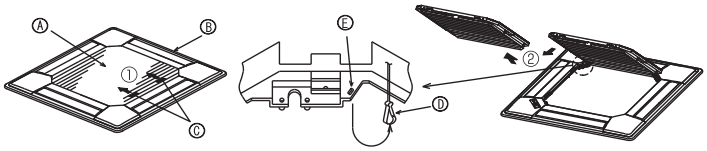
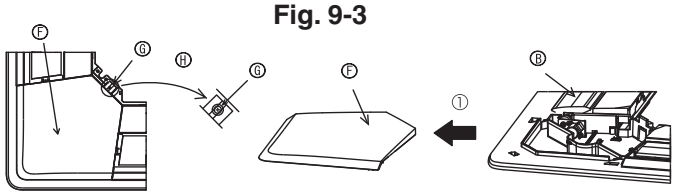

Fig. 9-3
Fig. 9-4
9.2.1. Retrait de la grille d'admission (Fig. 9-3)
- Pour ouvrir la grille d'admission, faire glisser les leviers dans le sens indiqué par la flèche ①.
- Lorsque la grille se trouve en position « ouverte », retirer la charnière de la grille d'admission comme indiqué par la flèche ②.
9.2.2. Retrait du panneau en coin (Fig. 9-4)
- Retirer la vis du coin du panneau en coin. Faire glisser le panneau comme indiqué par la flèche ① pour le déposer.
[Fig.9-3] [Fig.9-4]